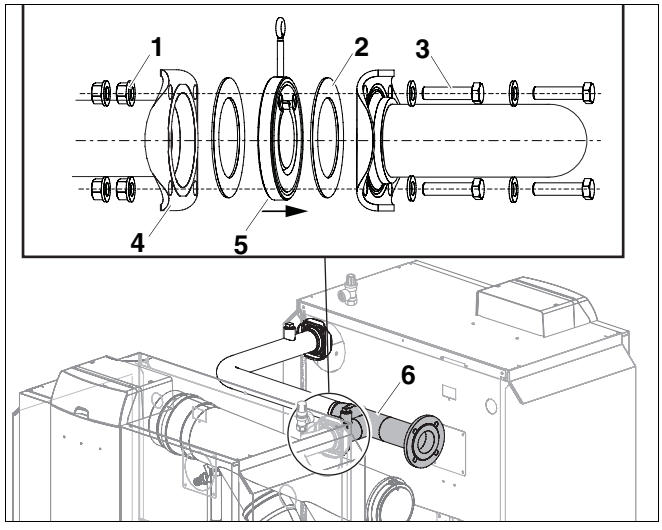

Fig. 6 Montage du tuyau de départ à la deuxième chaudière
- Le clapet anti-retour (fig. 6, **pos. 5**) reste en place sur le départ selon le sens de l'écoulement.
- Placer le joint (fig. 6, **pos. 2**) dans le clapet anti-retour.
- Visser la bride du tuyau de départ (fig. 6, **pos. 6**) à celle du départ (fig. 6, **pos. 4**) de la deuxième chaudière à l'aide de quatre vis (fig. 6, **pos. 3**) et écrous (fig. 6, **pos. 1**).